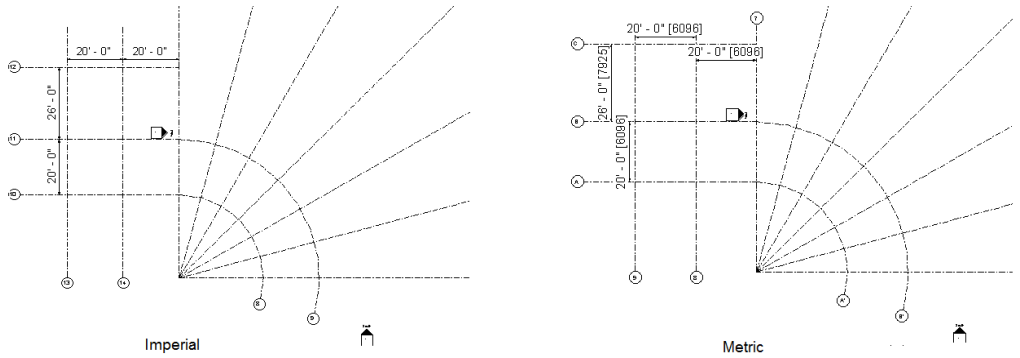

Figure 3-61 *The dimensions of the remaining grid lines*
21. Invoke the **Grid** tool and use the **Line** tool from the list box in the **Draw** panel of the **Modify | Place Grid** contextual tab, to create the remaining grids with the specified distance, as shown in Figure 3-61.